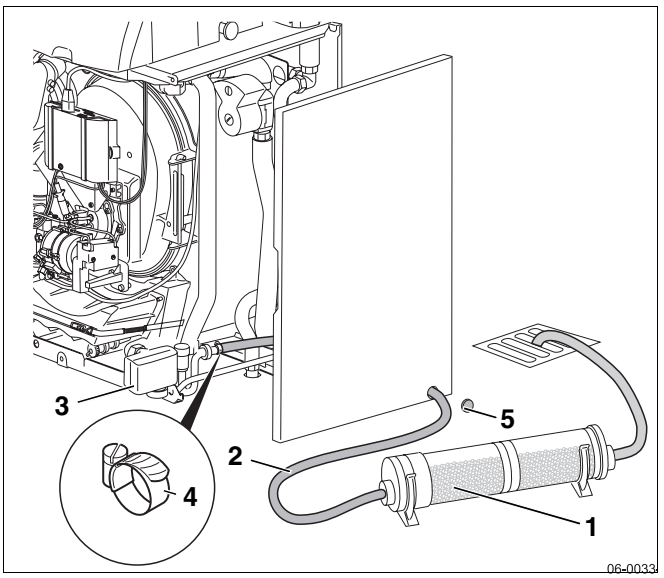

Bild 19 Kondenswasserableitung; Kondensat-Ablauf mit Neutralisationseinheit
- Achten Sie darauf, dass der Siphon (Bild 19, **Pos. 3**) immer mit Wasser gefüllt ist und nicht austrocknet. Damit beugen Sie unangenehmer Geruchsbildung vor.
- Wellschlauch (Bild 19, **Pos. 2**) am Austritt des Siphons mit Hilfe eines Schlauchschelle (Bild 19, **Pos. 4**) befestigen